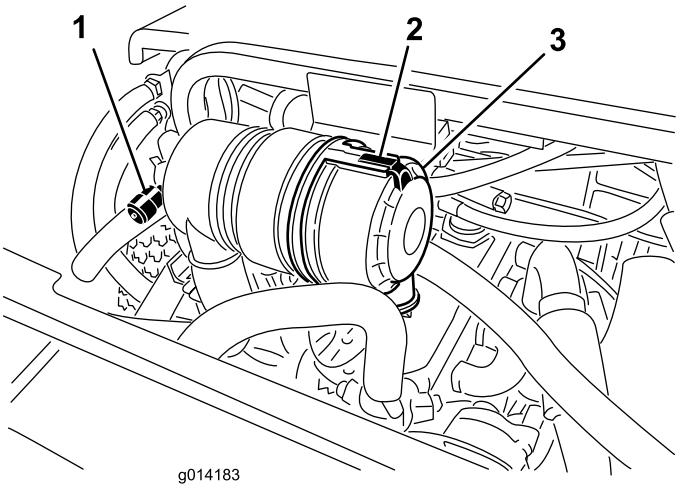

Рисунок 26
Обслуживание фильтра воздухоочистителя следует производить, только при соответствующих показаниях индикатора необходимости технического обслуживания(Рисунок 26). Более частая замена воздушного фильтра (без необходимости) ведет лишь к повышению вероятности попадания грязи в двигатель при снятии фильтра.
1. Откройте защелку, фиксирующую крышку воздухоочистителя на его корпусе (Рисунок 26).